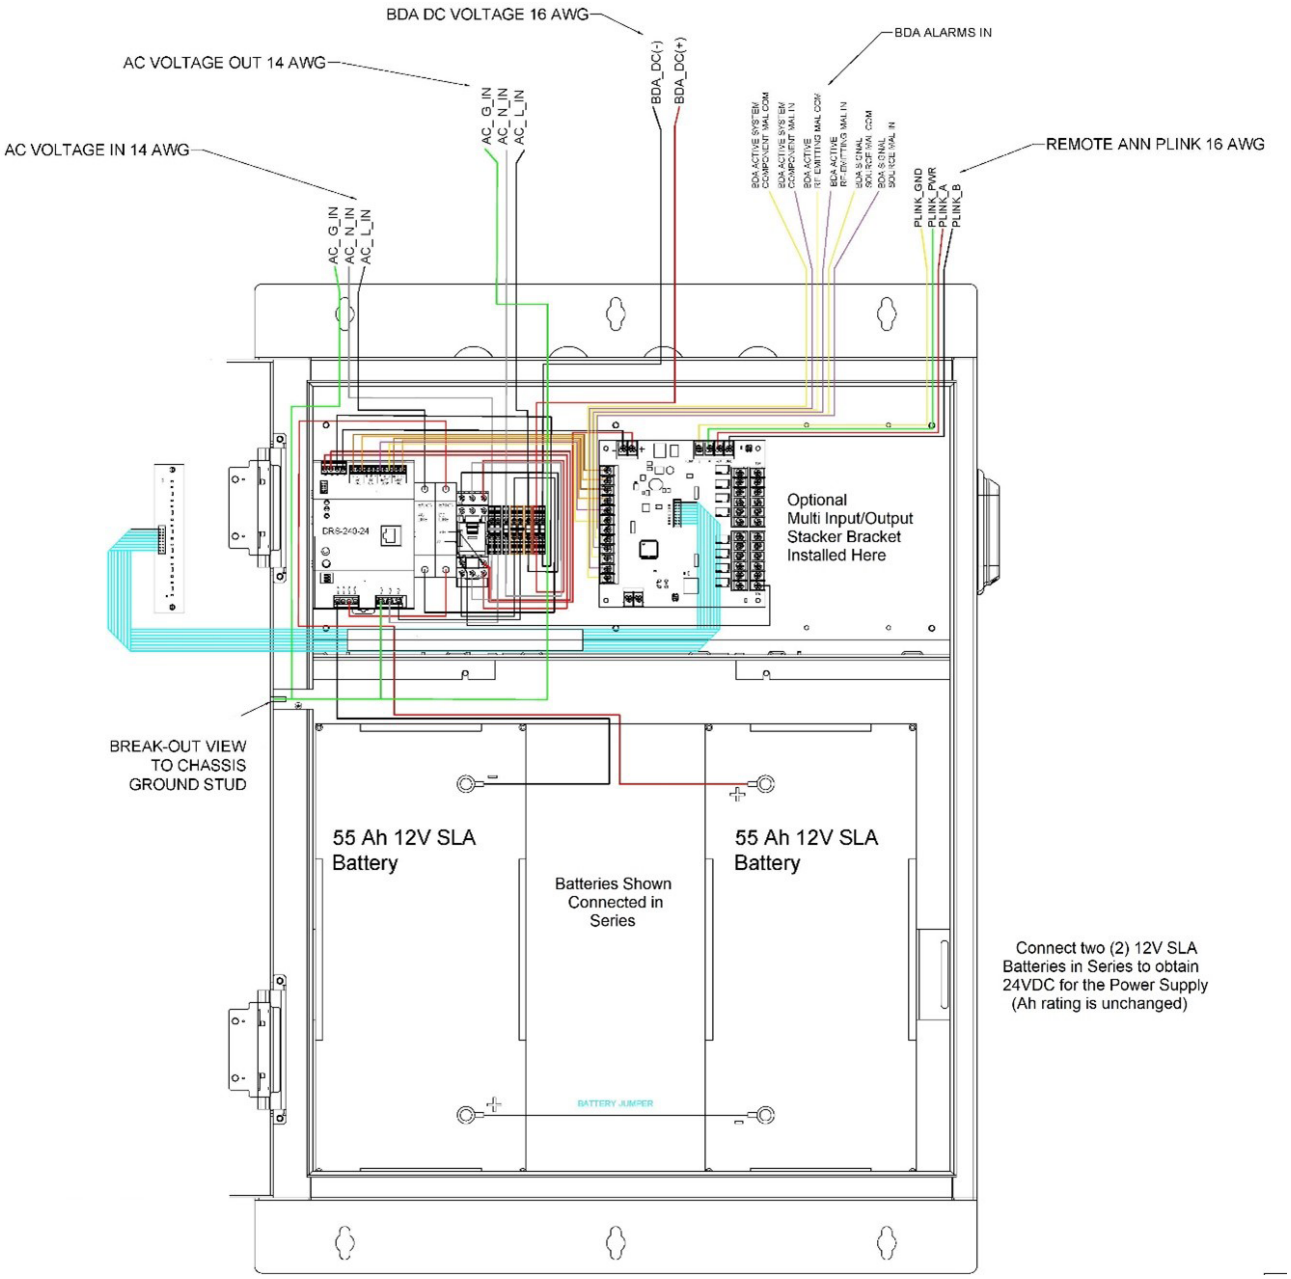
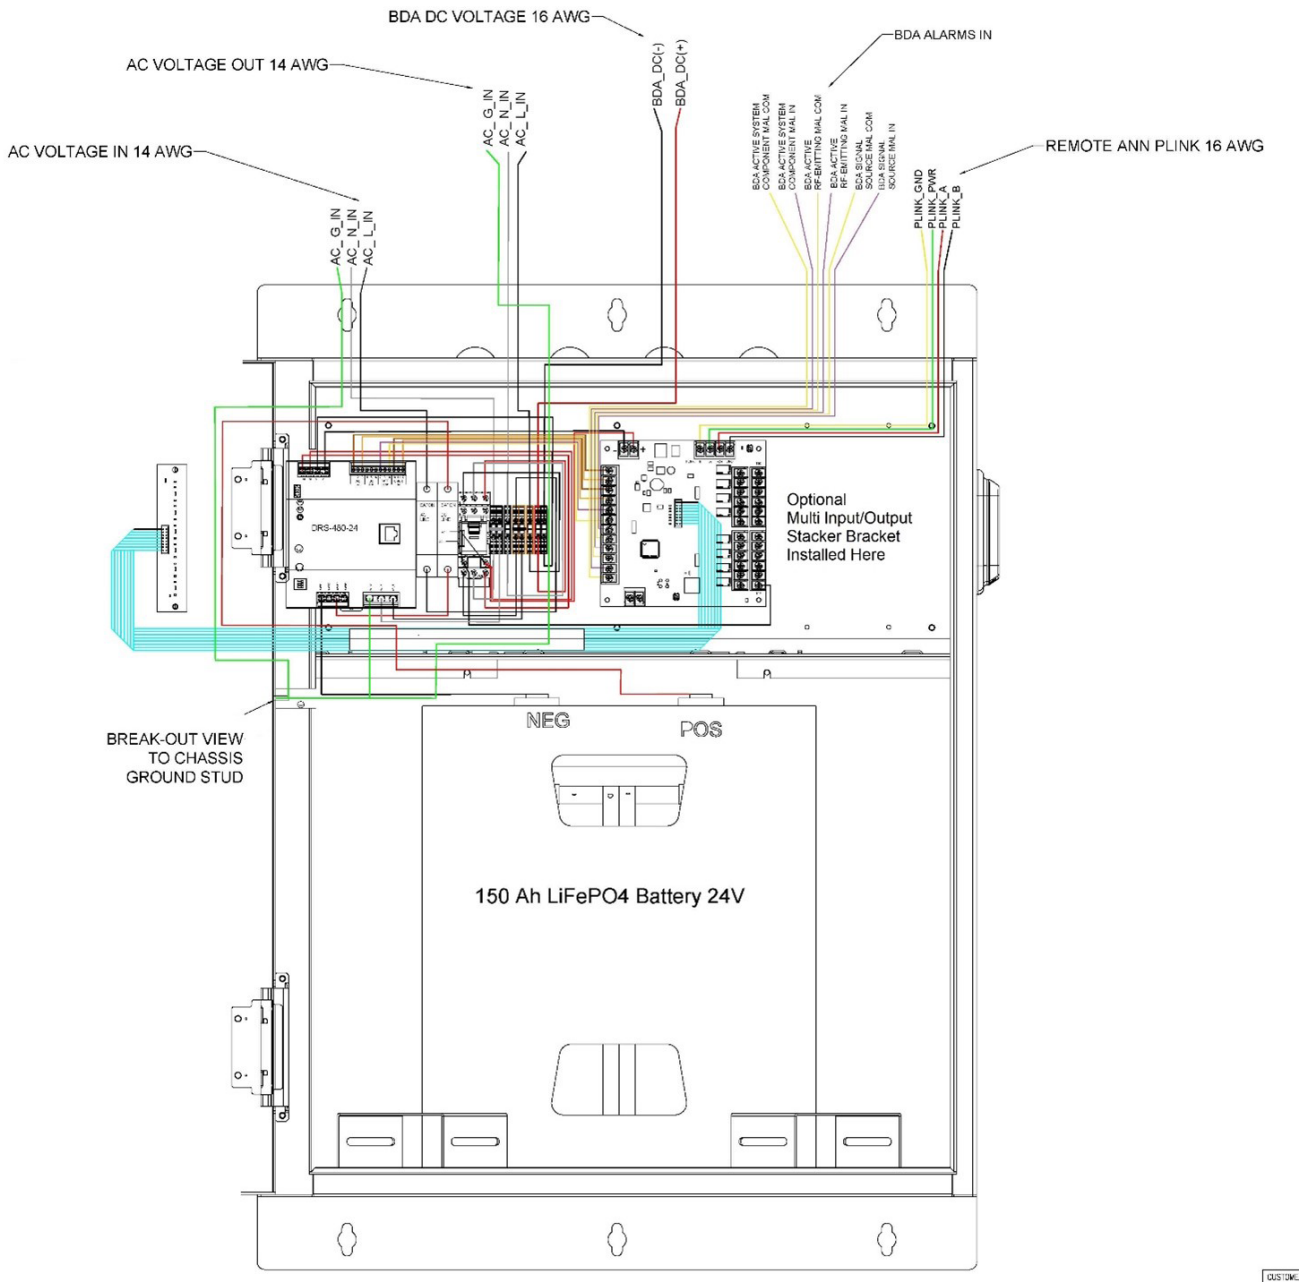
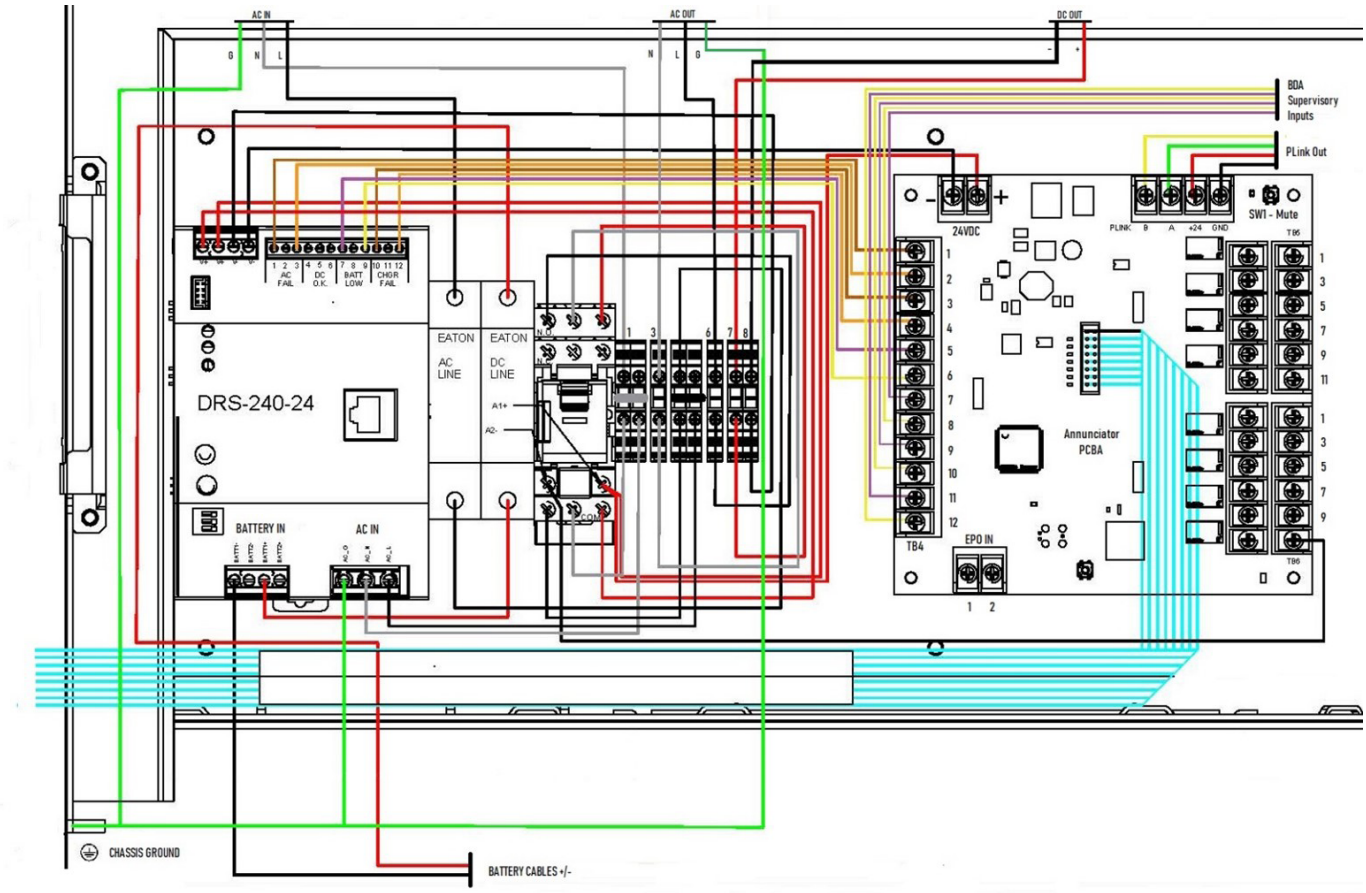

Figure 3
Figure 4
Figure 5
The Guardian BBU also provides an integrated UL2524 3rd edition and NFPA 1225 compliant annunciator function with LED supervisory indications on the front door assembly. An associated audible sounder is also provided for each supervisory indication that can be silenced via a mute button (SW1 – Annunciator PCBA, see Section 7.3 Figure 5) located within the lockable enclosure. The audible alarm will resound if muted every 24 hours until the supervisory condition is resolved.
5. Connect AC Input (115VAC-220VAC 50/60Hz) power cable to the BBU AC Circuit Breaker Load (L), DIN rail mounted terminal block Neutral (N), and enclosure labeled Ground (G) post as shown in Section 7.3 Figure 5 and described in Section 7.3.1 Item 1. The AC source must comply with all local and national building and fire codes. DO NOT ENGERGIZE THE CIRCUIT UNTIL ALL CONNECTIONS BELOW ARE MADE AND VERIFIED.
6. If required, connect the Guardian BDA to the BBU AC Output using the AC power cable supplied with the BDA (some Guardian BDA products require both AC IN and 24VDC). Connect the BDA power cable ground (G) to the labeled enclosure GND point (see figure 5), then connect the power cable Neutral (N) and Load (L) terminals to the respective DIN rail mounted terminal blocks as shown in Section 7.3 Figure 5 and described in Section 7.3.1 Item.
7. Connect the Guardian BDA to the BBU 24VDC output using the power cable supplied with the BDA. Connect the power cable (+/- DC) wires to the BBU DIN rail mounted terminal blocks as shown in Section 7.3 Figure 5 and described in Section 7.3.1 Items 2 and 3.
8. Connect the Guardian BDA dry contact alarm output (DONOR MALFUNCTION, RF EMITTER FAILURE, SYSTEM COMPONENT FAILURE) to the Annunciator PCBA alarm inputs as shown in Section 7.3 Figure 5 and Section 7.3.1 Item 5. The BDA supervisory alarm status will be shown on the front panel annunciator LED's in conjunction with an audible sounder.
9. If required by the AHJ, connect an EPO switch as shown in Section 7.3 Figure 5 and described in Section 7.3.1 Item 8. The EPO switch must be a latching type to work correctly. The EPO switch is not included with the BBU and must be purchased separately.
10. If remote annunciator(s) are required by the AHJ, connect the Potter Remote Annunciator panel to the Annunciator PCBA Plink connector as shown in Section 7.3 Figure 5 and described in Section 7.3.1 Item 6. The Potter P-link 4 wire RS485 interface may be used only with the Potter Guardian Annunciator. Up to 16 Guardian Annunciators may be connected in series with a maximum line length of 6500 feet.
11. If using an annunciator from another manufacturer then the remote annunciator must be connected via the Annunciator PCBA dry contact outputs. See Annunciator PCBA Section 7.3 Figure 5 and description in Section 7.3.1 Item 9 for wiring details. Refer to the manufacturer's instructions for correct installation. EOL resistors may be required and are not provided with the Guardian BBU.
12. The Annunciator PCBA dry contact outputs can be utilized to connect to an FACP via vendor specific SLC interface modules. The dry contact outputs repeat the BBU integrated annunciator status to present the individual BBU and BDA supervisory indications or optional Summary supervisory indication to the FACP. See Annunciator PCBA Section 7.3 Figure 5 and description in Section 7.3.1 Item 9 for wiring details.
13. If utilizing a Potter FACP, the individual interface modules can be replaced with an optional Potter Multi I/O PCBA which supports up to ten (10) inputs and has a 2-wire SLC output to significantly reduce wiring. The Multi I/O PCBA can be mounted within the Guardian BBU enclosure. See Multi I/O PCBA Section 11 for details.
14. Verify Battery Breaker is in the OFF position. Connect batteries using the factory wired battery cables. 12V SLA batteries are connected in series using supplied battery jumper. See Section 7.1 Figure 3 if installing batteries in PN# 3996203 or Section 7.2 Figure 4 for installing batteries in PN# 3996204. SLA and LiFePO4 batteries are installed vertically within the enclosure and secured using the supplied battery straps or mounting fixtures. Terminals should be facing outward for ease of connection. See Stand-by Specifications Section 4, pg. 5 for compatible batteries. Using a multimeter, measure output at the battery circuit breaker input and verify 24-29 VDC is present.
Supervision Test:	Disconnect backup battery via Battery Breaker Switch (see Section 7.3 Figure 5). Make sure that LED and relays indicate Battery Low and Charger Failure. Reconnect batteries. Disconnect AC via AC Breaker Switch (see Section 7.3 Figure 5). Make sure that LED and supervisory relays indicate AC loss and Charger Failure. Detection/restoration of the fault condition may take up to 30 seconds.
Battery Test:	Under normal load conditions, check that the battery is fully charged. Check specified voltage both at the battery terminals and at the Power Supply Battery – terminal and Battery Breaker Terminal to ensure that there is no break in the battery connection wires. (See Section 7.3 Figure 5 for wiring details.)